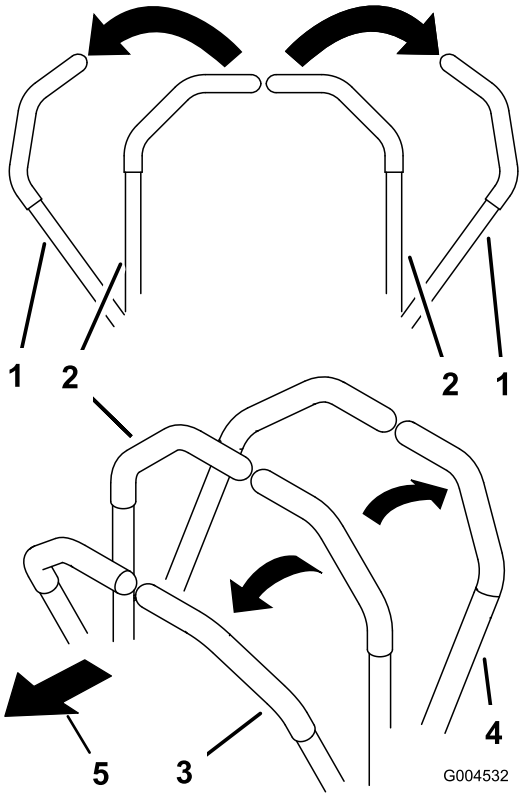

**Figur 17**
2. Skyv kontrollspakene forsiktig forover for å gå fremover (Figur 17).
Legg likt trykk på begge kontrollspakene for å gå rett (Figur 17).
Når du skal svinge reduserer du trykket på kontrollspaken i den retningen du ønsker å svinge (Figur 17).